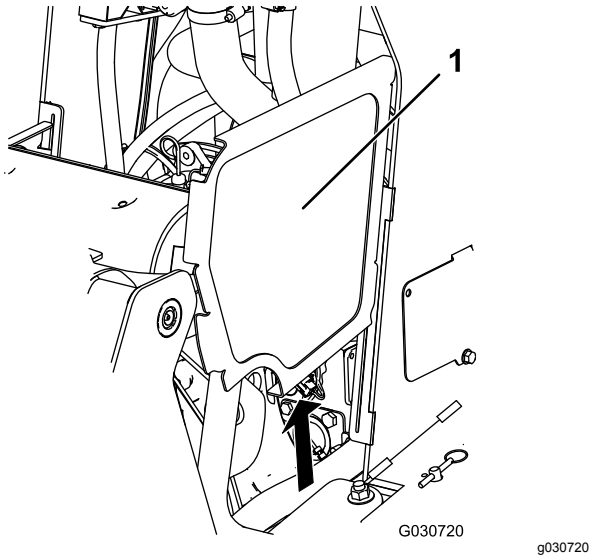

Rysunek 37
2. Przesuń osłony boczne (Rysunek 37) do góry, wysuwając z otworów w przedniej osłonie i ramie.